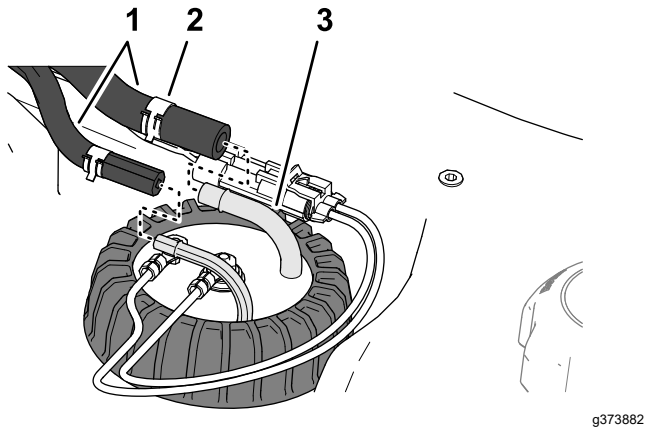

Figura 124
5. Montai furtunul pe fitingurile transmiătorului pentru combustibil i fixai furtunurile de fitinguri cu ajutorul clemelor (Figura 124).